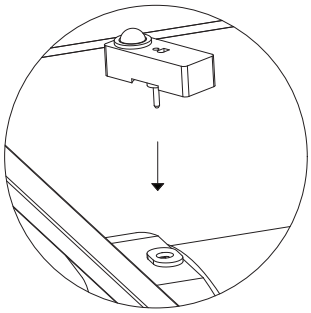

Fig. 5
2. Insert the sensor into the socket (Fig. 5)
2. Insérer le détecteur dans la prise (Fig. 5).